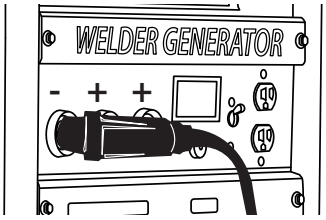

FIGURE 15
10.4 Connect the TIG torch weld cable to the Negative (-) weld output connection. **FIGURE 15.**